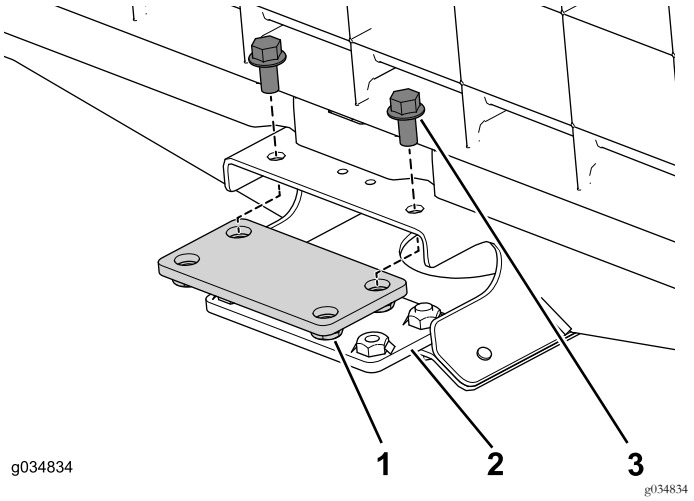

Figuur 21
1. Gebruik de 4 flensbouten (3/8 x 3/4 inch) om de bovenste en onderste verbindingsplaat losjes aan het centrale kanaal van het voorste gedeelte te bevestigen (Figuur 21).